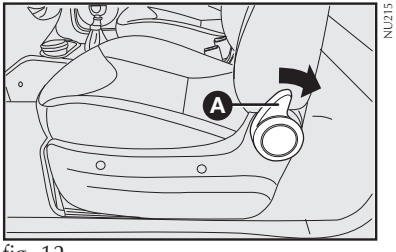

fig. 12
ACESSO AOS BANCOS TRASEIROS (versão com 3 portas - fig. 12)
- Acionar a alavanca **A-fig. 12** conforme a seta, mantendo-a acionada e rebater o encosto para frente até atingir o final de curso;